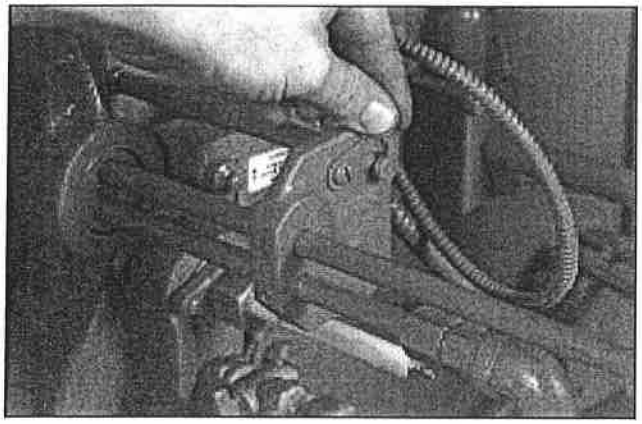

Figure: 5-13 Oil Gun Locked in OUT Position
• If the burner is a combination fuel model, set the gas/oil switch to "gas." Withdraw the oil burner gun and latch it in its rearward position (Figure 5-13).